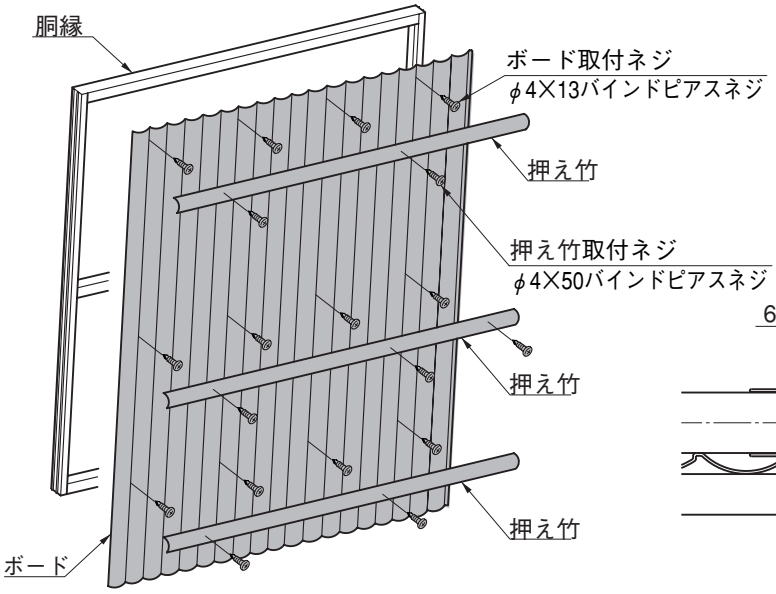

図2-6
❼「ボード取付ネジ」で胴縁にボードを固定してください。（図2-6参照）
❽押え竹を「押え竹取付ネジ」でボードの上から胴縁に固定してください。（図2-6参照）